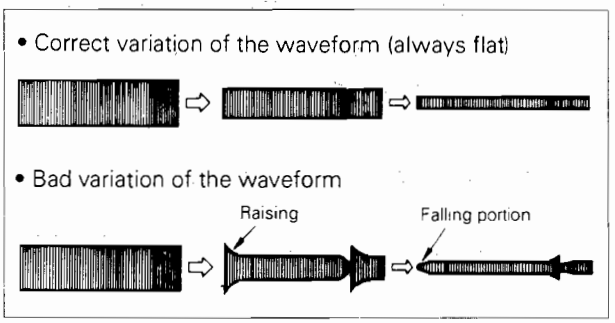

Fig. 2-5-6
5) By pushing the tracking buttons several times, vary the FM waveform output from maximum to minimum (and vice versa) gradually, and confirm that the waveform remains flat as in Fig. 2-5-6.